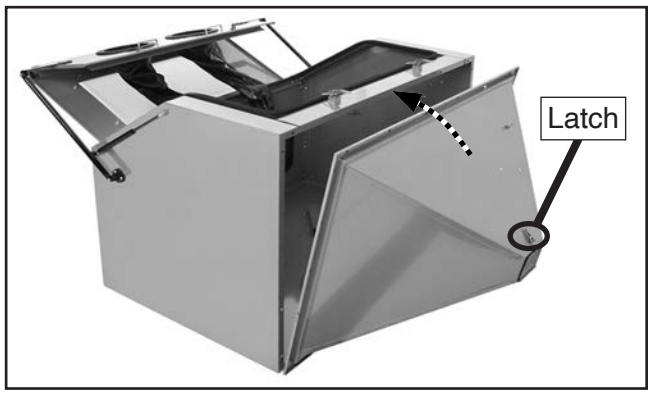

Figure 10. Positioning hopper latch.
6. Make sure latch on hopper dump door faces forward, and position hopper next to bottom of cabinet, as shown in **Figure 10**.